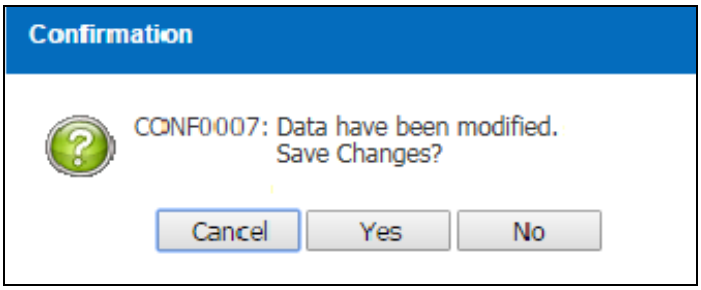

Figure 3.10.2-4 Confirmation Message
- *System will display a Confirmation Message as Figure 3.10.2-4*